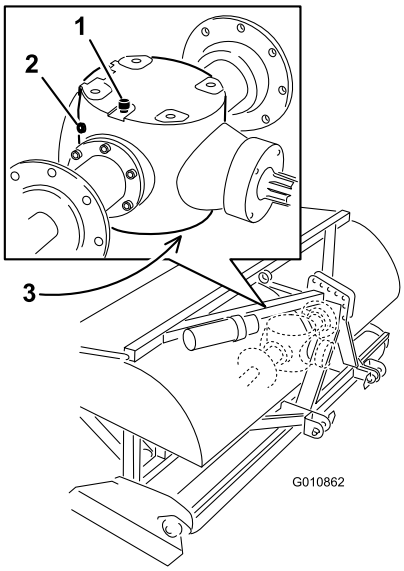

Figuur 32
2. Verwijder de controleplug van de tandwielkast (Figuur 32).
3. Controleer of het oliepeil tot aan de onderzijde van de controleplug-opening in de tandwielkast staat (Figuur 32).
1. Verwijder vuil van de ontluchtings-/vulplug en de aftapplug om verontreiniging te voorkomen (Figuur 32).